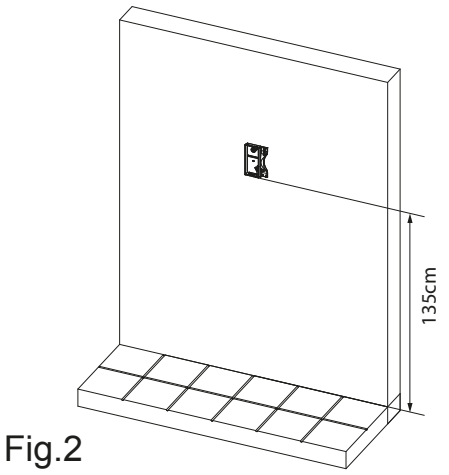
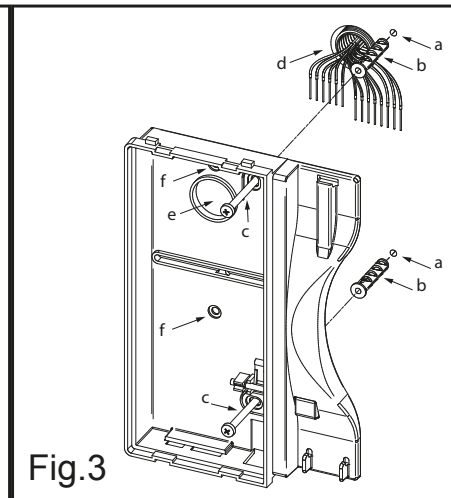

Fig.2
Fig.3
- Appoggiare a parete la base del videocitofono ad una altezza di circa 135cm (Fig.2) dal pavimento finito e prendere i riferimenti per i fori di fissaggio "a" (Fig.3), tenendo presente che i conduttori "d" (Fig.3) devono passare attraverso l'apertura "e" (Fig.3). Se per l'uscita da parete dei conduttori si utilizza la scatola da incasso 503, murare la stessa in posizione verticale lasciando circa 140cm tra la base e il pavimento finito.
- *Put the base of the unit on the wall at approx. 135cm from the finished floor to mark the points for the fixing holes "a" (figure 2) remembering that the wires "d" (figure 3) must be fed through the hole "e" (figure 3). If you use the flush mounting box 503, embed it into the wall vertically at approx. 140cm from the finished floor and the base.*
- *Following figure 3, make the holes "a", insert the wall plugs "b" and fix the base with the screws "c" feeding the wires "d" into the hole "e". If you have used the box 503, fix the base to the wall through the holes "f" using the screws "c".*